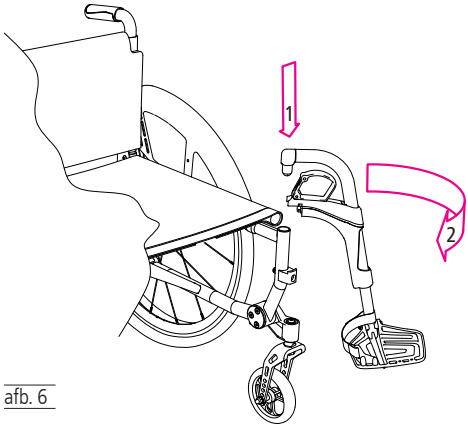

afb. 6
1. Steek de bovenste pin van de beensteun van bovenaf in de houder op het frame (1, afb. 6).
2. Draai nu de beensteun naar voren (in de rijrichting). Hij klikt dan hoorbaar en merkbaar in zijn definitieve positie (2, afb. 6).